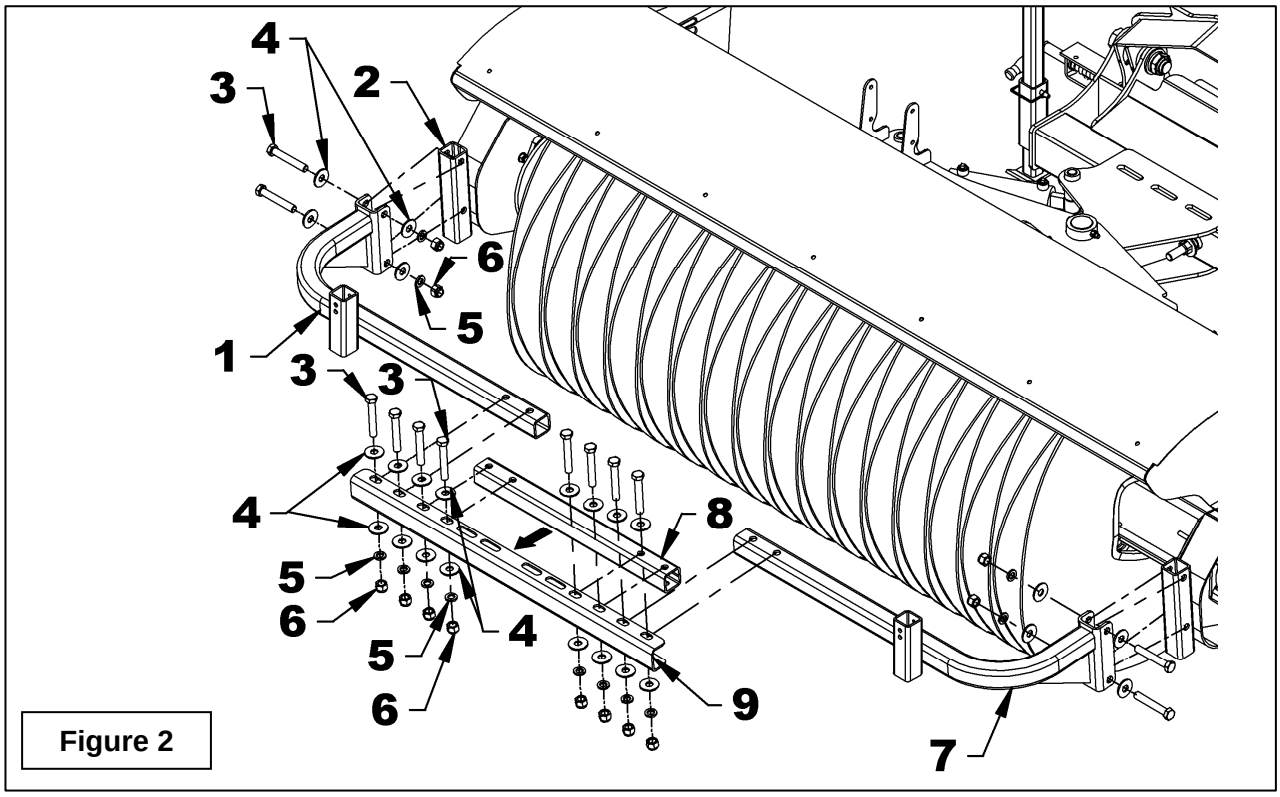

Figure 2
2. **Figure 2 – 84" broom:** Install the left and right wheel supports (items1-7) on the parking stand tubes (item 2) with two bolts (item 3), four flat washers (item 4), two lockwashers (item 5) and two nylon insert nuts (item 6). Insert the reinforcement tube (item 8) in the tube support (item 9) and secure with four bolts (item 3), eight flat washers (item 4), four lockwashers (item 5) and four nylon insert nuts (item 6). Attach the support tube (item 9), with the four holes toward the brushes, to the left and right wheel supports (items 1-7) with four bolts (item 3), eight flat washers (item 4), four lockwashers (item 5) and four nylon insert nuts (item 6).
NOTE: The reinforcement tube (Fig. 2, item 8) is not required for the 60", 62" and 72" brooms.